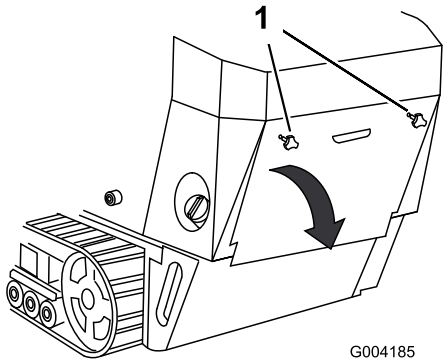

Rysunek 29
1. Odkręć 2 pokrętła mocujące tylną pokrywę dostępową maszyny (Rysunek 29).
2. Odchyl tylną pokrywę dostępową do dołu i zdejmij ją, aby uzyskać dostęp do elementów wewnętrznych (Rysunek 29).